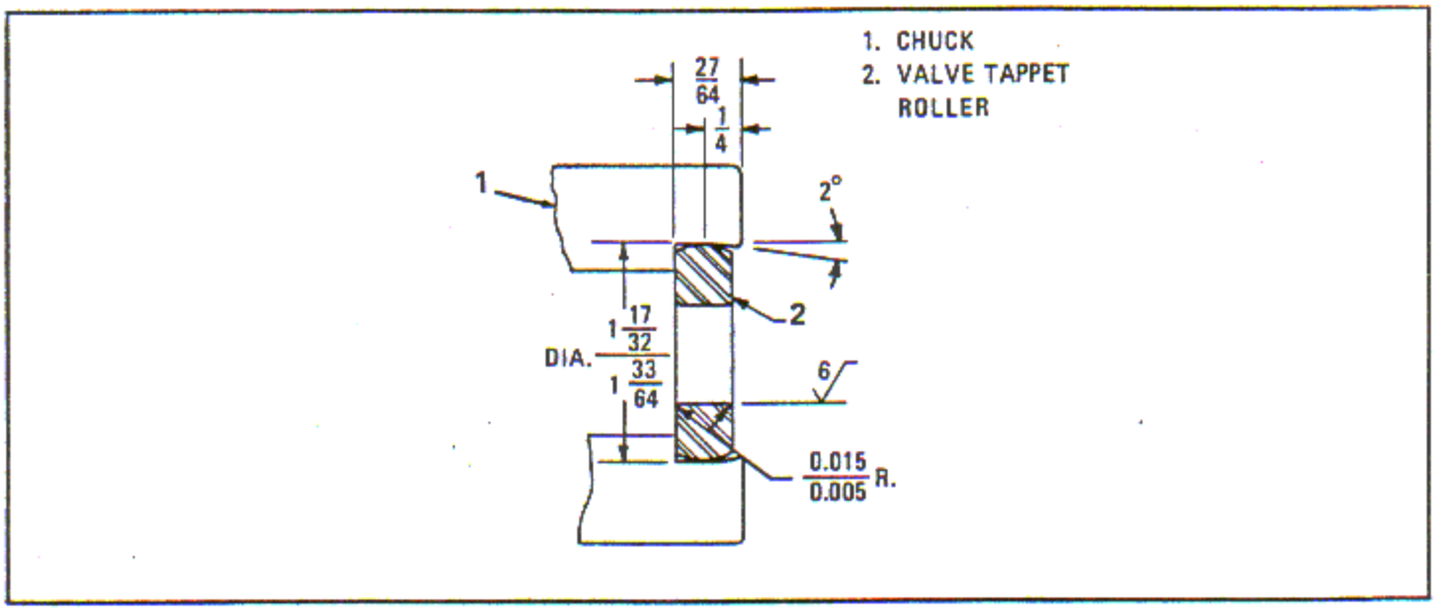

Figure 6-181. Grind Valve Tappet Roller ID
a. Mount a suitable chuck (1, figure 6-181) with soft jaws to the faceplate of an internal grinder (Heald Model 72A, Heald Machine Works, 1835 Stewart Ave., Springfield, Missouri), or equivalent. Grind jaws to suit valve tappet roller (2) outside diameter. Indicate locating surfaces to run true within 0.0005 inch full indicator reading. Break sharp jaw edges.